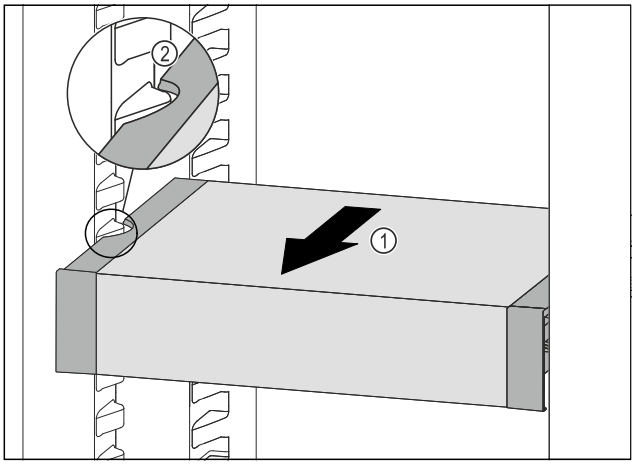

*Fig. 159*
▶ VarioSafe naar voren trekken *Fig. 159 (1)*, tot de uitsparingen aan de zijkant van de VarioSafe zich ter hoogte van de rib in het koelgedeelte bevinden. *Fig. 159 (2)*